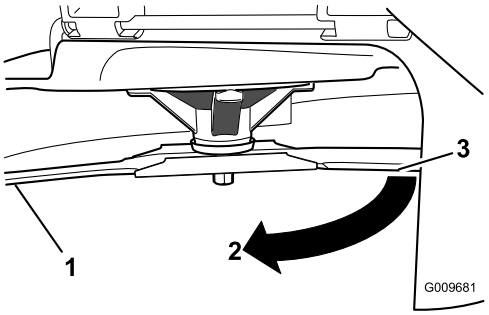

**Figur 51**
3. Målt avstand mellom knivbladet og overflaten (A)
4. Roter den samme kniven 180 grader så den motsatte kniveggen nå er i samme stilling (Figur 51).